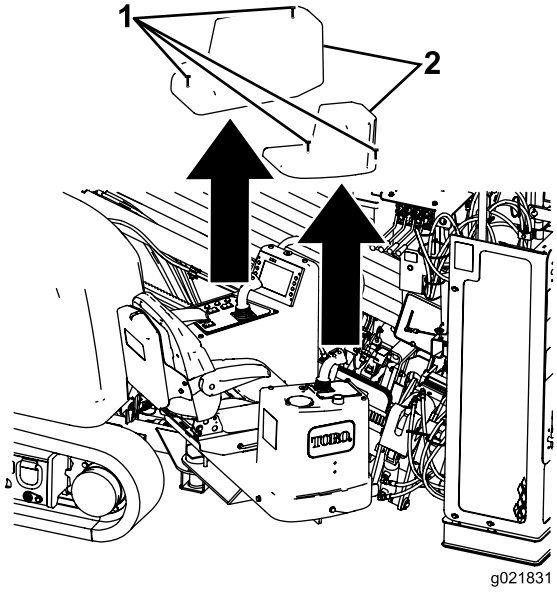

Figure 69
3. Desserrez les 4 vis qui fixent les couvercles sur les consoles de commande et déposez les couvercles (Figure 69).